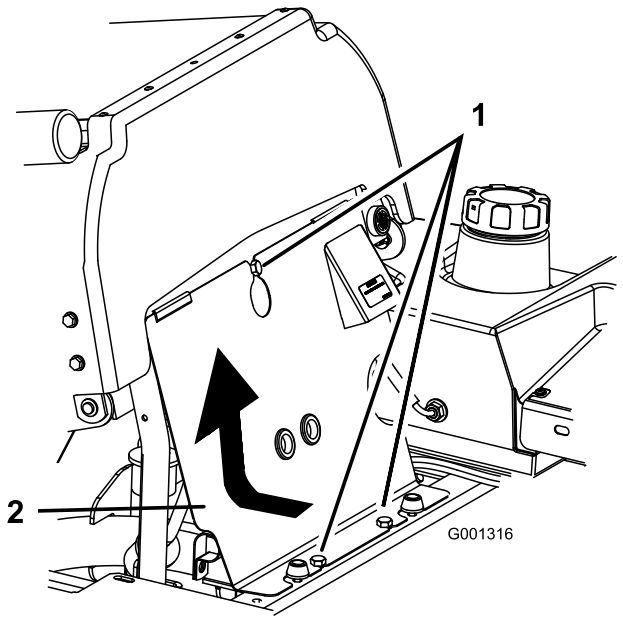

Figuur 53
3. Kantel de stoel naar voren, draai de bouten los en verwijder het frontpaneel van de motor (Figuur 53).